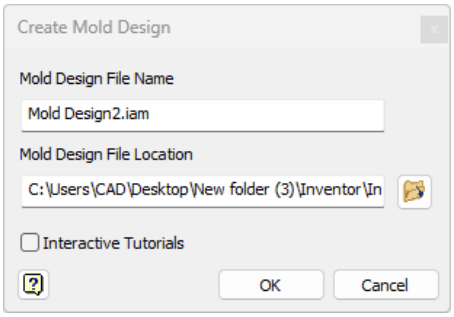

Figure 19-45 *The* ***Create Mold Design*** *dialog box*
2. Double-click on the **Mold Design (mm).iam** option; the **Create Mold Design** dialog box will be displayed, as shown in Figure 19-45.